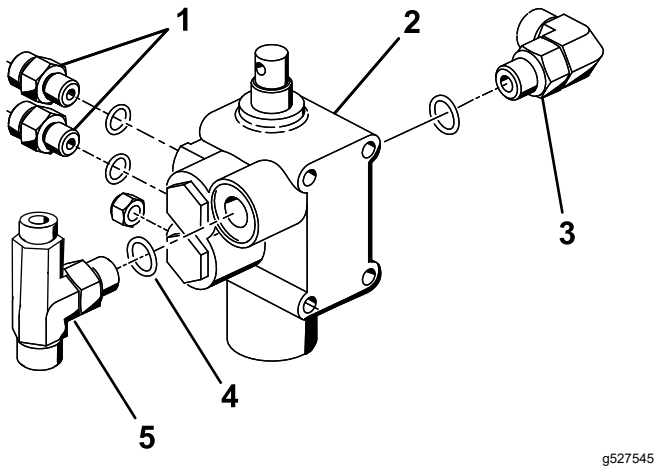

Figura 10
3. Enrosque uma união de 90°, as duas uniões hidráulicas retas e a união em T removida da válvula existente em 3 Preparação para instalação dos componentes hidráulicos (página 5) na nova válvula de elevação como se mostra na Figura 10.